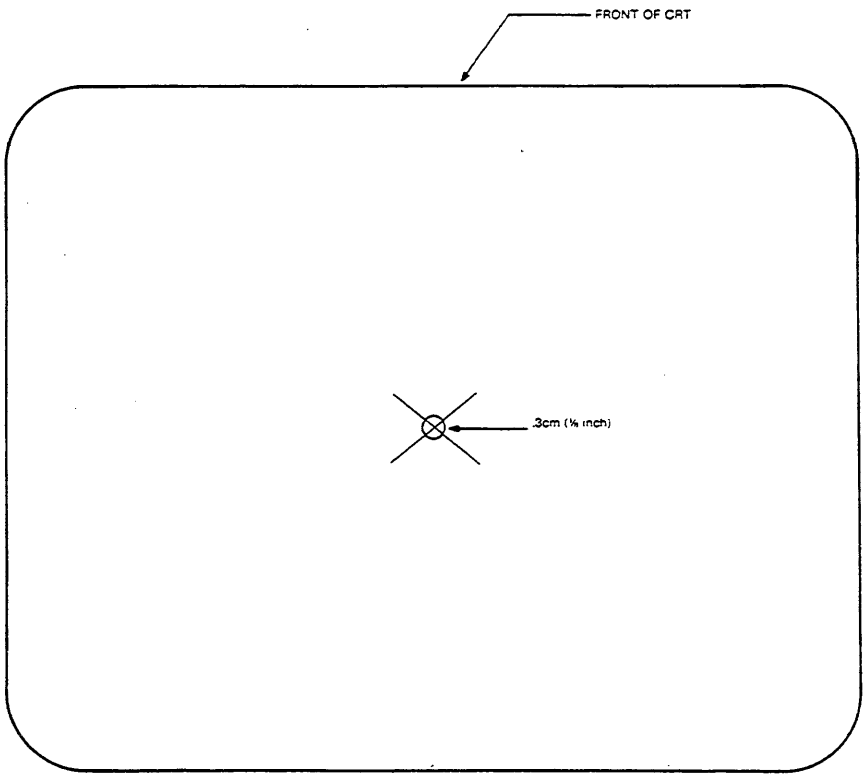

Figure 5-1. Yoke Centering Adjustment
f. While holding a flexible straight edge from the lower-left corner to the upper-right corner of the CRT (facing the CRT), make a mark about one inch long with a water soluble felt pen across the center of the CRT. See figure 5-1.
g. Repeat the above step for the upper-left corner and the lower-right corner forming an "X" in the center of the CRT. See figure 5-1.
k. The dot should appear within a .3 cm (1/8 inch) radius of the intersection of the two lines. If this does not occur, align the dot using the centering rings on the yoke. See figure 5-1.